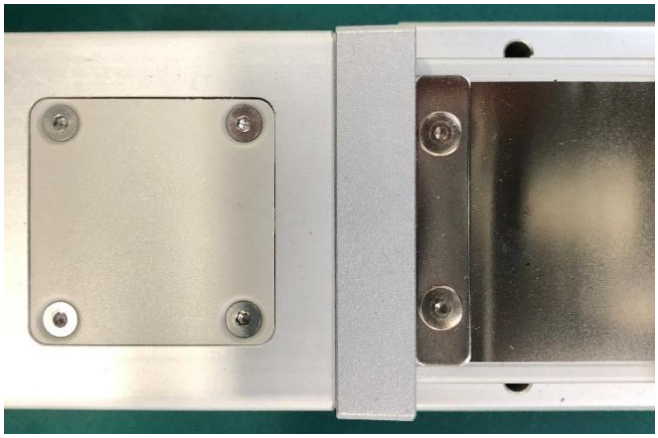

图 4-5 联轴器外盖位置
2) 拆卸如图 4-5 所示的联轴器外盖的 4 颗固定螺丝，取下外盖。